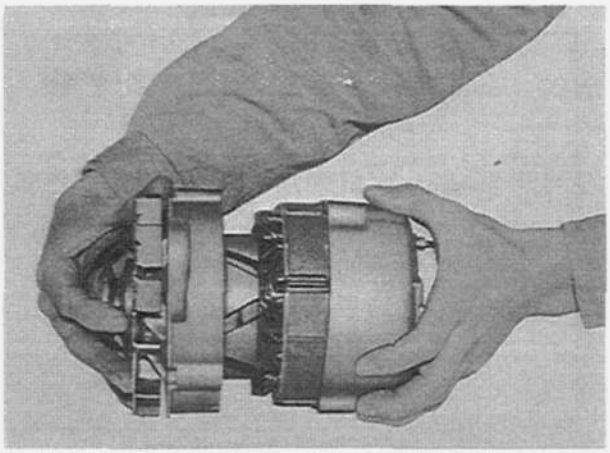

Fig. 5–15 Assembling of rotor assembly
1. When installing the rotor assembly to the rear housing and stator assembly, hold the brushes in position by inserting a piece of stiff wire into the hole of the brush through the rear housing as shown in Fig. 5–15.